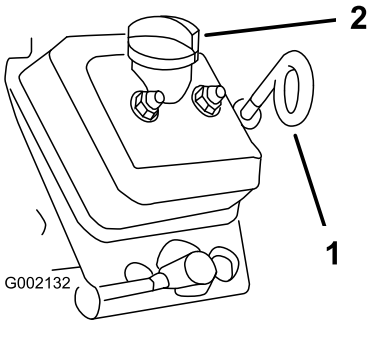

**Figur 35**
5. Bruk en fille til å rengjøre rundt oljepeilestaven og påfyllingslokket (Figur 35) sånn at smuss ikke kan falle ned i peilestavrøret eller oljepåfyllingshalsen og skade motoren.
6. Fjern peilestaven og tørk den ren (Figur 35).
7. Før peilestaven ned i peilestavrøret og sikre at den når helt ned (Figur 35).
10. Sett på påfyllingslokket (Figur 35).
11. Sett peilestaven ordentlig på plass (Figur 35).